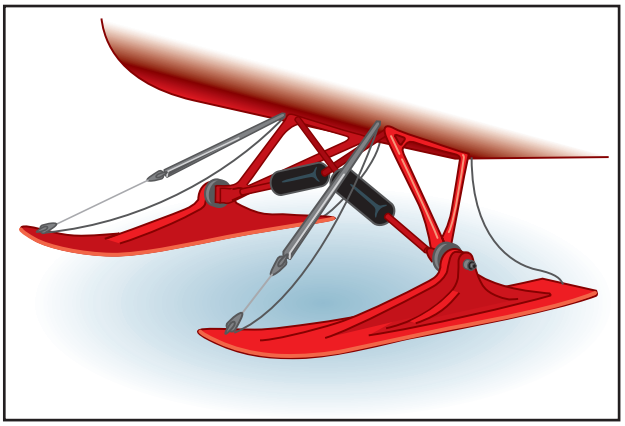

**Figure 7-2. Wheel replacement ski.**
- **Wheel Replacement—**Wheels are removed and ski boards are substituted. [Figure 7-2]